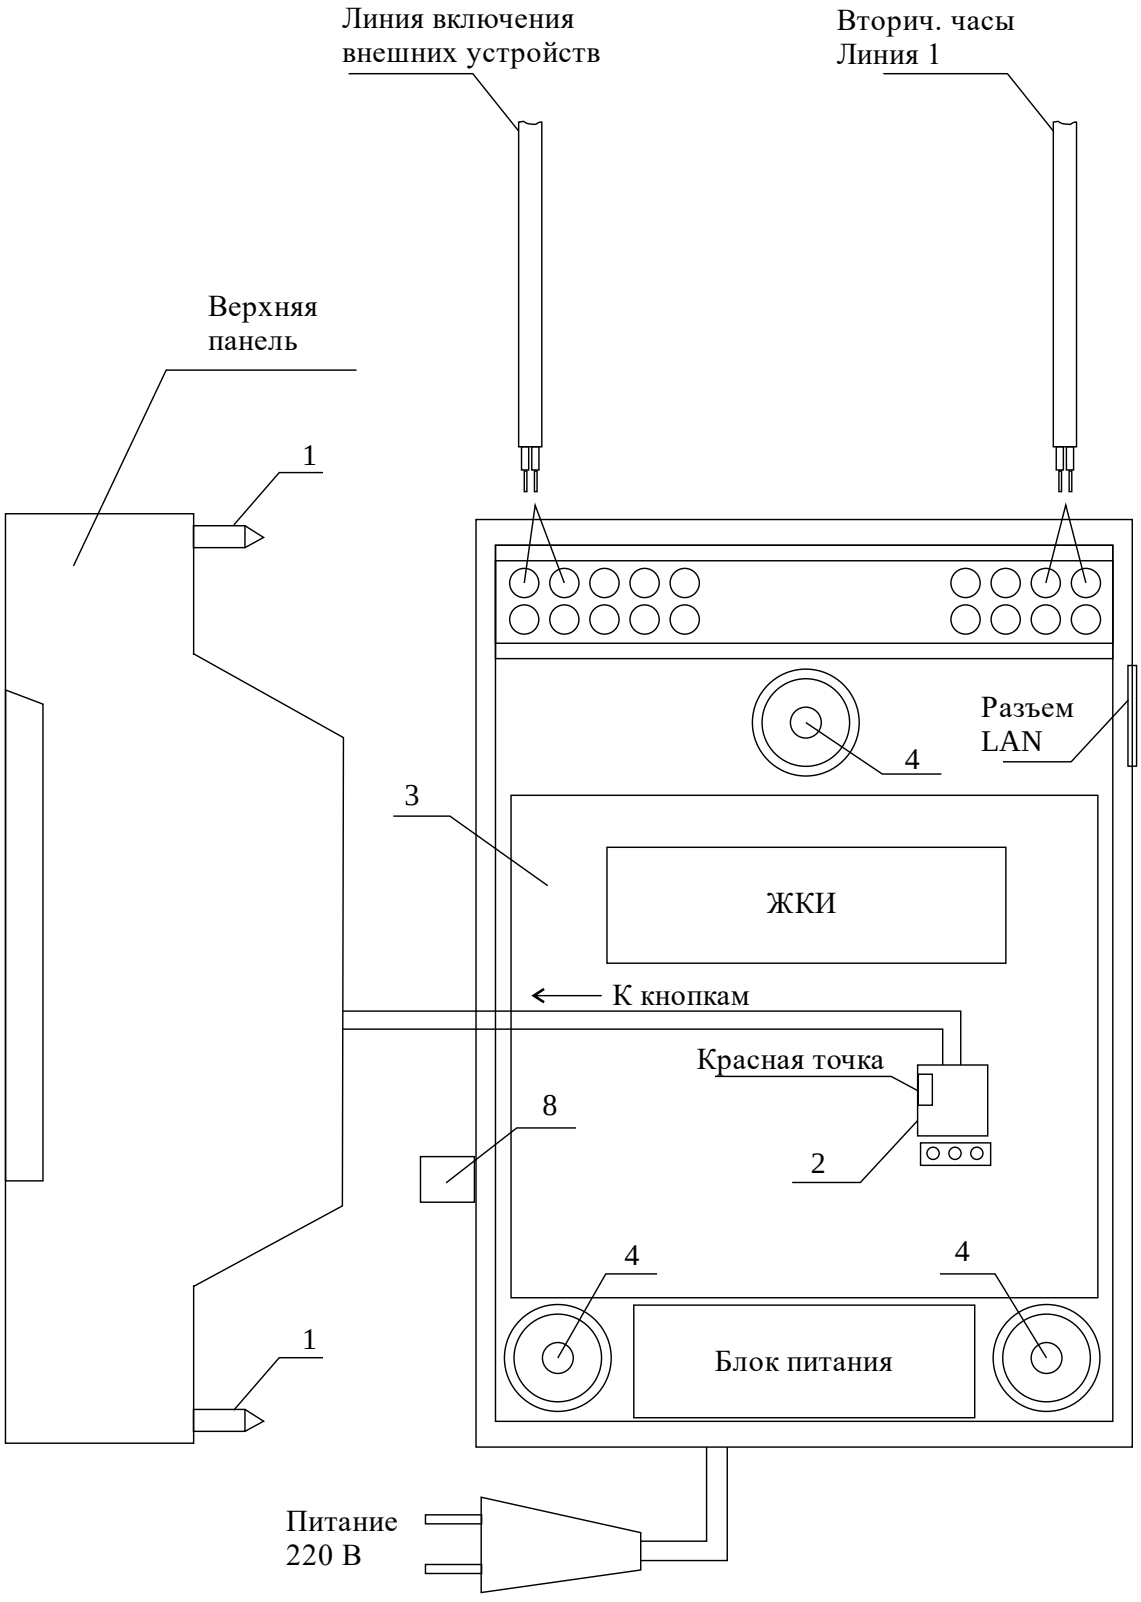

Рис. 1
4.1. Выверните четыре винта 1, расположенные на верхней панели ЧС (см. Рис.1). Осторожно снимите верхнюю панель и отсоедините разъем 2, соединяющий кнопки с печатной платой 3.
4.4. Подсоедините линию вторичных часов в соответствии со схемой рис.1
4.5. Подсоедините линию включения внешних устройств к двум левым клеммам клеммной колодки как показано на рис. 1 и на рис. 2.